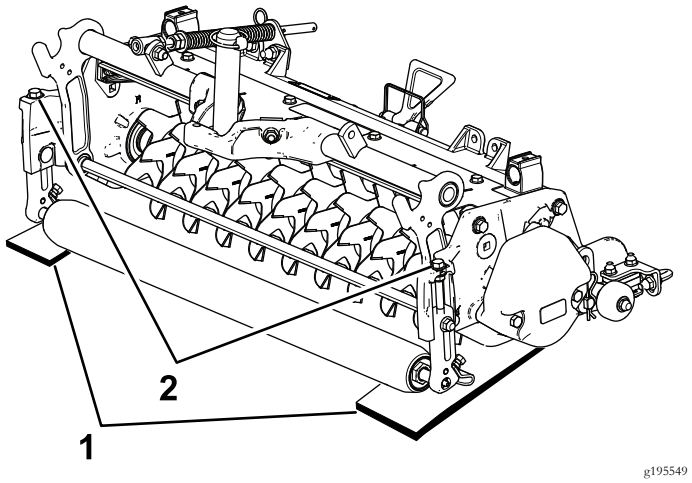

Figur 9
2. Under den främre och bakre rullen på vertikalklipparcylindern (i båda ändar av cylindern) placerar du två mätstänger som är lika långa som det djup du önskar att knivarna tränger ner under markytan (Figur 9).
3. Vrid justeringsbulten på båda klipphöjdsfästena (Figur 9) så att cylinderknivarna kommer i kontakt med den plana ytan i båda ändar.